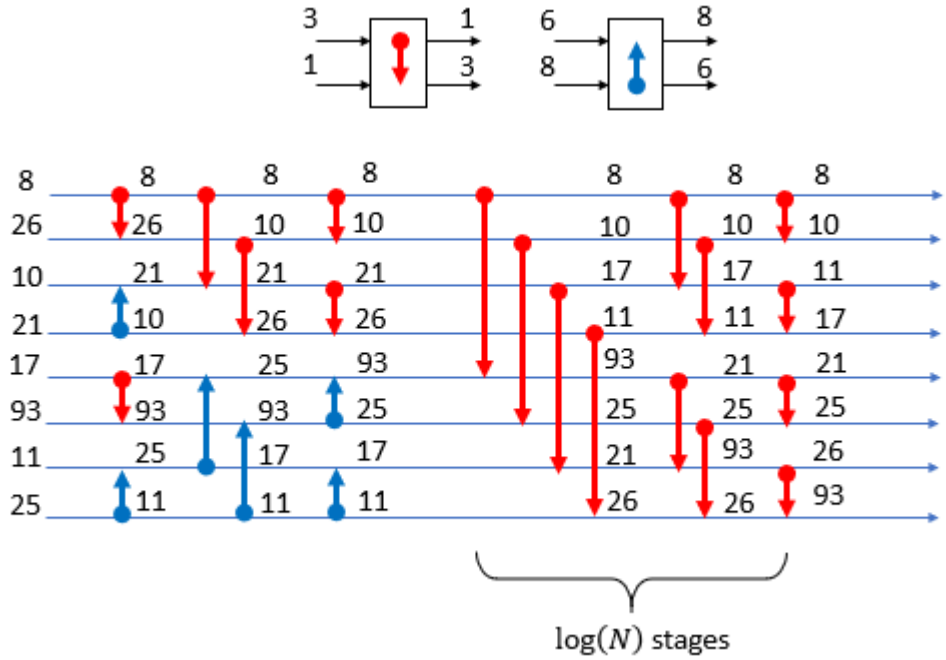

Fig. 3 Bitonic sorter for $N = 8$.
In the merge phase, the candidates that are the maximum in the respective groups are compared and merged. If the candidate of one group is chosen as the desired one in the current run of the merge phase, that group must generate a new candidate for the comparison in the next run. When all the groups are merged successfully, the input sequence are arranged in the given order and the sorting is completed as shown in Fig. 3.
4. Show that your design can generate required top-4 output in descending order every 4 clock cycles as indicated in Fig. 3 in the timing diagram with proper input signal "**BlkIn**" and output indicator "**OutRank**". Please feed 4 blocks and check the outputs of four blocks If it is too long, please cut it down into several segments to make the numerical expressions in the timing diagram clear. If the numerical expressions are hard to distinguish, correct evaluation may not be given. (30%)